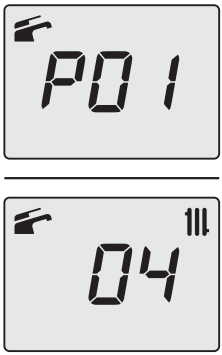

Figure 9.30
- By pressing the keys 13 and 15 simultaneously (Figure 9.27) exits the level without changing the value (return to the previous level Figure 9.30).